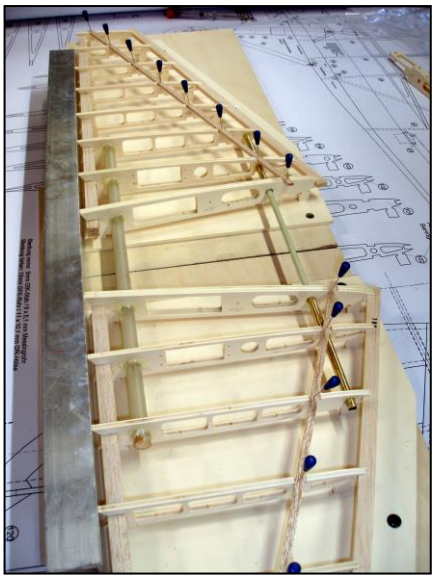

Bild 33
Endleisten (111), Nasenleisten (109) und Holme (110) werden eingeleimt. Die Steckungsrohre werden mit ein wenig Epoxi mit den Rippen verklebt. (Bild 33)